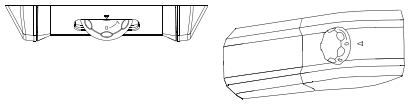

Fig.13
**1)** Gire o botão para a posição „0" (fig.13)